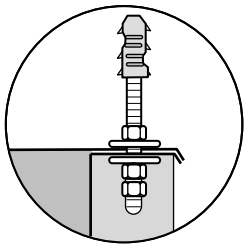

Fig.2
- Sollevare l'unità inserendo le barre filettate in corrispondenza delle asole di fissaggio e bloccarla utilizzando rondelle e dadi adeguati (la disposizione è indicata in fig.2)
- The unit must be lifted inserting the threaded rods in correspondence with the fixing slots and then blocked, using adequate washers and nuts (the arrangement is shown in fig.2)